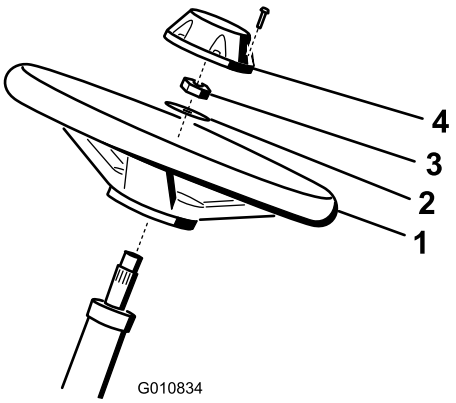

Figuur 3
1. Schuif het stuurwiel op de stuuras (Figuur 3).
2. Schuif de ring op de stuuras (Figuur 3).
3. Bevestig het stuurwiel op de as met een contramoer en draai deze vast met 27 tot 35 N·m (Figuur 3).
4. Plaats de dop op het stuurwiel en bevestig deze met de schroef (Figuur 3).